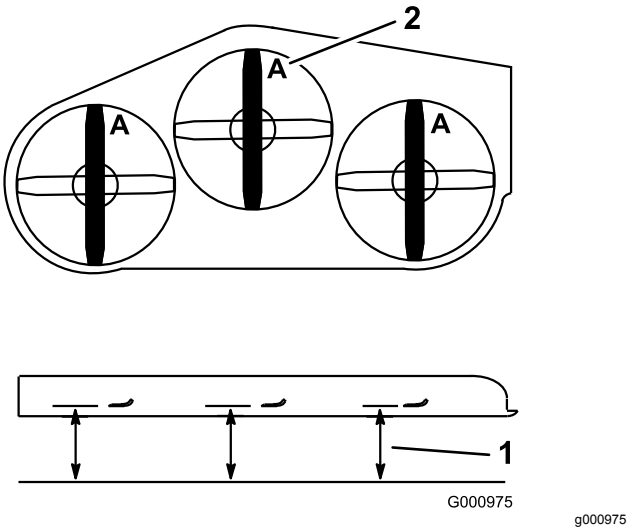

Figur 100
3. Rotera knivarna tills ändarna vetter framåt och bakåt (Figur 100).
4. Mät från en plan yta till knivens egg vid punkt **A** på knivarna (Figur 100).